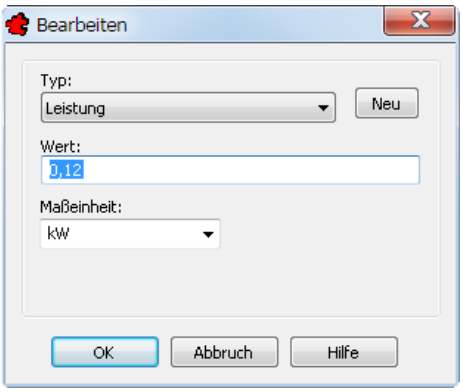

Bild 30.2 – Die technische Information Leistung wird bearbeitet
- Sie können einen bestehenden Eintrag in der Liste per Doppelklick oder mit der Schaltfläche *Bearbeiten* öffnen. Im Bild 30.2 wurde *Leistung* geöffnet.